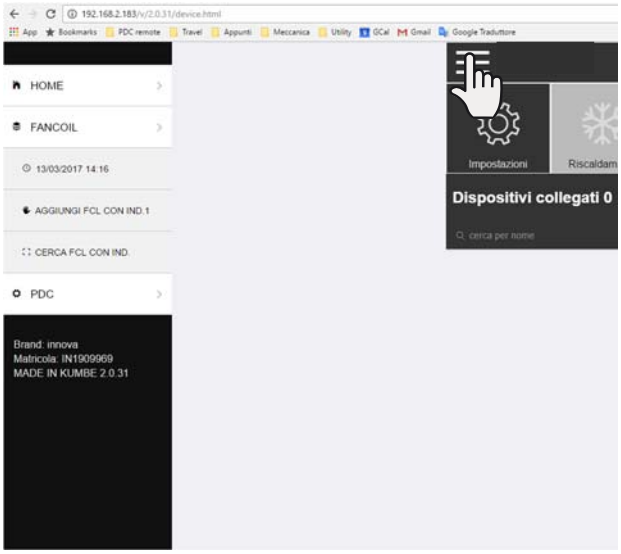

Figura 7-8
4. Entrare nel menù dei fancoils come indicato in Figura 7-8;